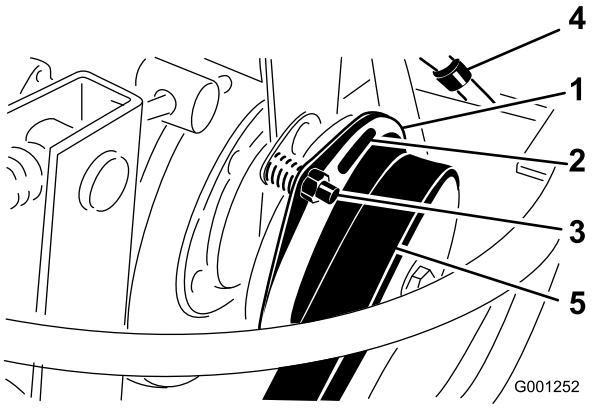

**Figur 79**
3. Justera luftgapet så att ett 0,4 mm bladstål kan föras in mellan kopplingskanten och friktionsplattan med lätt tryck (Figur 79).
**Obs:** Du kan minska gapet genom att vrida på justerskruven medsols (Figur 79). Det maximala servicegapet är 0,7 mm. Justera alla tre luftavstånden.